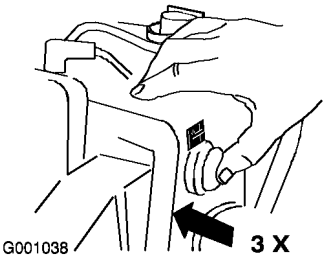

Figur 24
6. Snapsa genom att trycka in knappen ordentligt med tummen tre gånger, och hålla in knappen en sekund vid varje tryckning innan du släpper den igen (Figur 24).